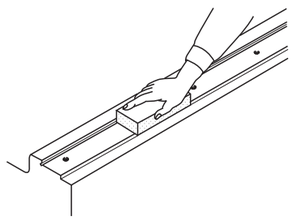

Fig. 29 Cleaning of mounting surfaces
❶Cleaning of mounting surfaces
- Remove burrs and blemishes from reference mounting surfaces and mounting surfaces of the machine using an oil-stone, etc., and then wipe the surfaces with clean cloth. (See Fig. 29.)